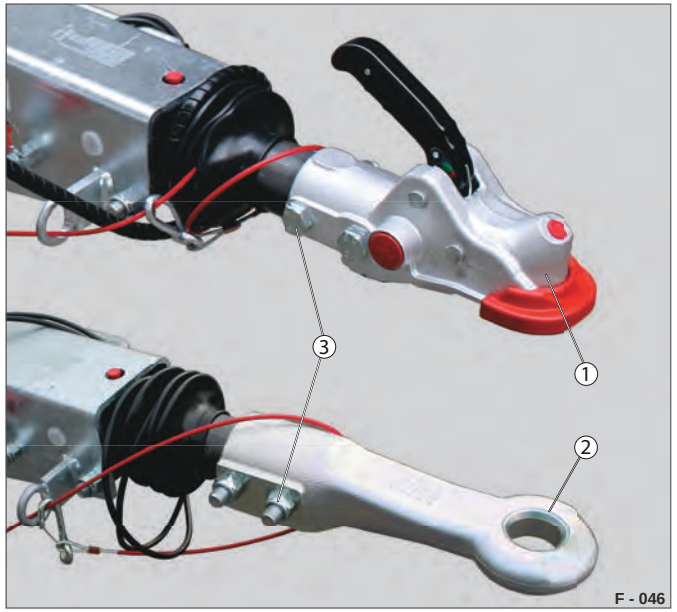

Fig. 45 Varianter
– Koblingen kan udskiftes af kunden: Kuglekobling / trækøje (se Fig. 45).